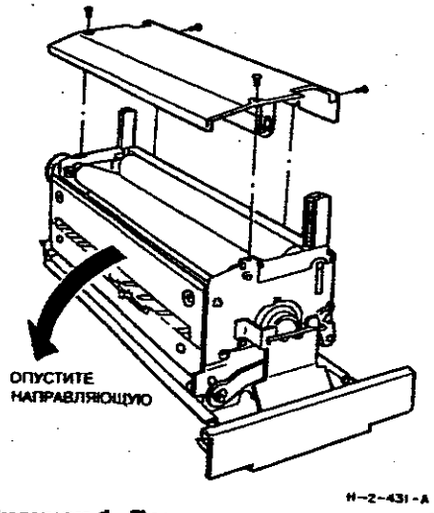

**Рисунок 1. Перевод направляющей вывода в нижнее положение**
3. (Рисунок 1) Выверните два винта крепления направляющей вывода и опустите направляющую.